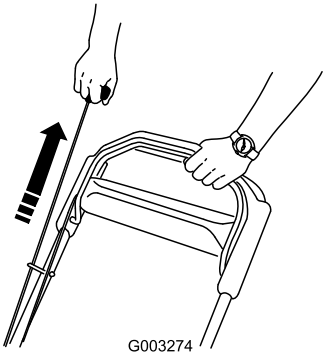

Figuur 16
2. Trek aan de handgreep van het startkoord (Figuur 16)